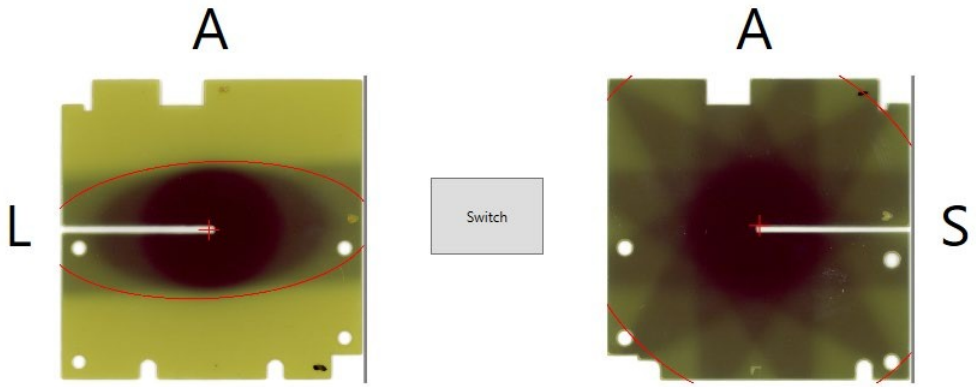

Figure 7-6 Orientation initiale du film après le chargement de l'image
- Sélectionnez l'image souhaitée en cliquant dessus et en cliquant sur **Open** (Ouvrir) (voir Figure 7-6).